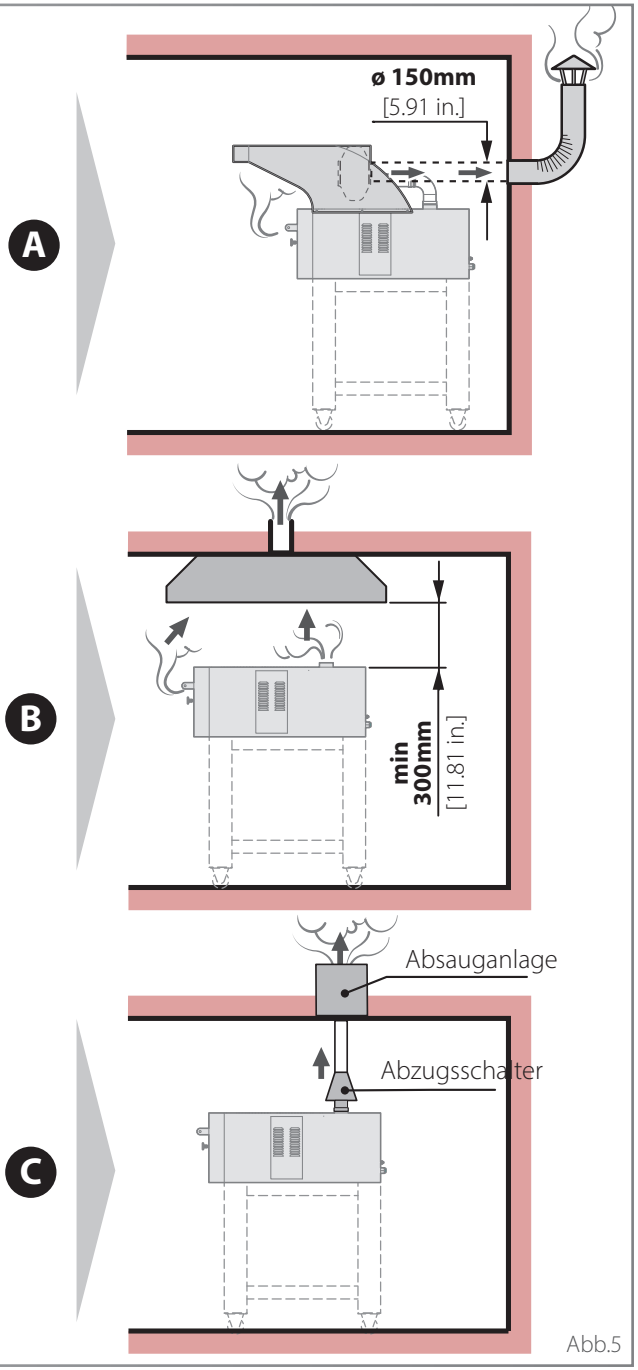

Abb.5
- ▶ Abb.5 es muss ein **Rauchabzug** vorhanden sein, der ausschließlich vom Gerät verwendet wird, der den geltenden Normen entspricht und der einen Durchmesser aufweist, der den Durchgang eines Evakuierungsrohres mit einem Durchmesser von **Ø150 [Ø5.91 in.]** gestattet.